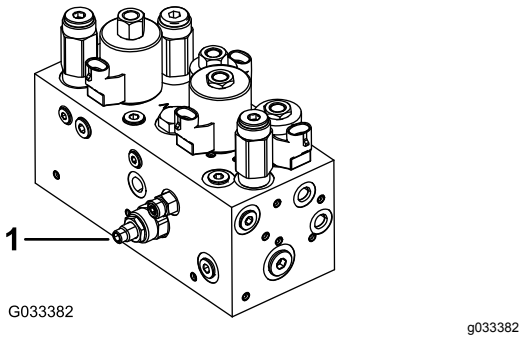

Figur 47
Klippenhetens lyft-/sänkkrets är utrustad med en flödesregleringsventil (Figur 47). Denna ventil är förinställd på fabriken till att vara öppen tre varv, men du kan behöva justera den för att kompensera för olika hydraulvätsketemperaturer, klipphastigheter osv.
1. Höj sätet och lokalisera flödesreglerventilen för mittdragramen (Figur 47) som sitter på sidan av hydraulgrenröret.